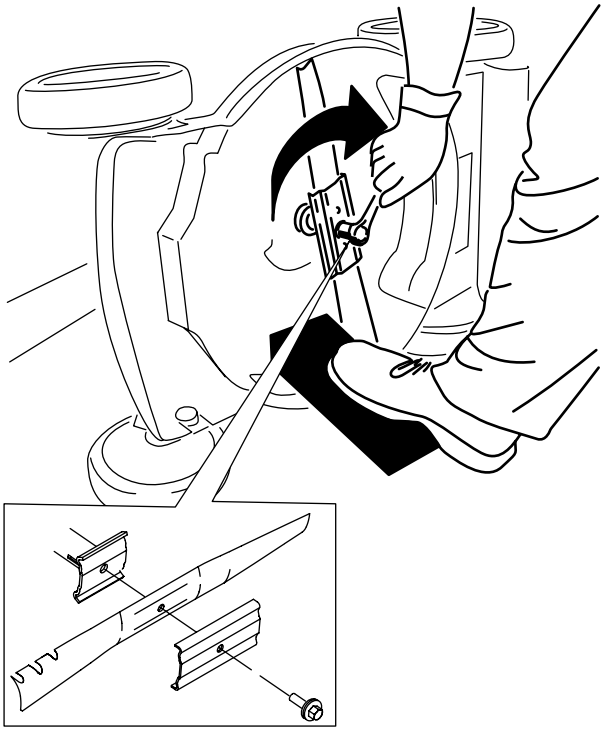

Rysunek 33
5. Zamontuj nowe ostrze i cały osprzęt mocujący (Rysunek 33).